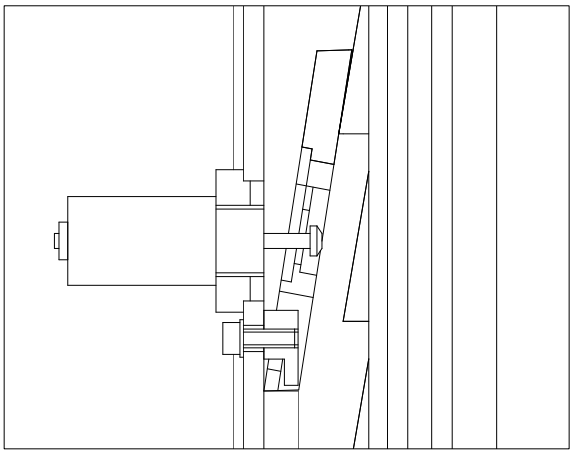

Abb. 33
• Montieren Sie die Sicherheitseinrichtungen einschliesslich Elektromagnet, Selbstverriegelungsplatte und Haken nach Abb. 33.